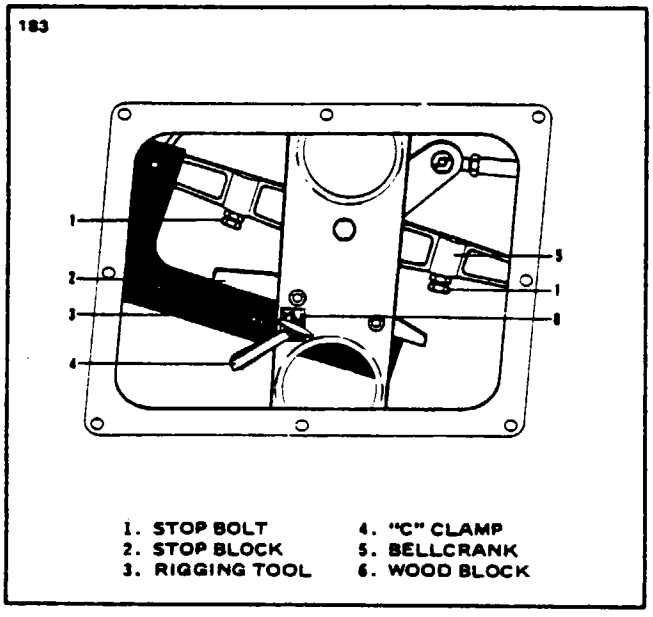

Figure 5-5. Installation of Bellcrank Rigging Tool
a. To rig the aileron controls, set the right and left aileron bellcranks in neutral position by attaching an aligning tool within both wings as shown in Figure 5-5. (This tool may be fabricated from dimensions given in Figure 5-33.) The tool is used by the following procedure:
4. Position the tool so that it fits tight against the outboard side of the bellcrank stop block (54)